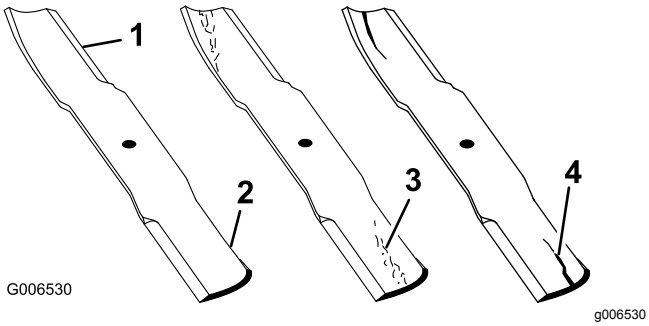

**Figur 145**
2. Undersøg omhyggeligt skæreknivens skær (især der hvor den flade side og den buede side mødes), som vist i Figur 145.
**Bemærk:** Da sand og slibematerialer kan bortslide det metal, der forbinder den flade og den buede side af skærekniven, skal skærekniven kontrolleres, før plæneklipperen anvendes. Hvis du bemærker tegn på slid, skal skærekniven udskiftes (Figur 145).